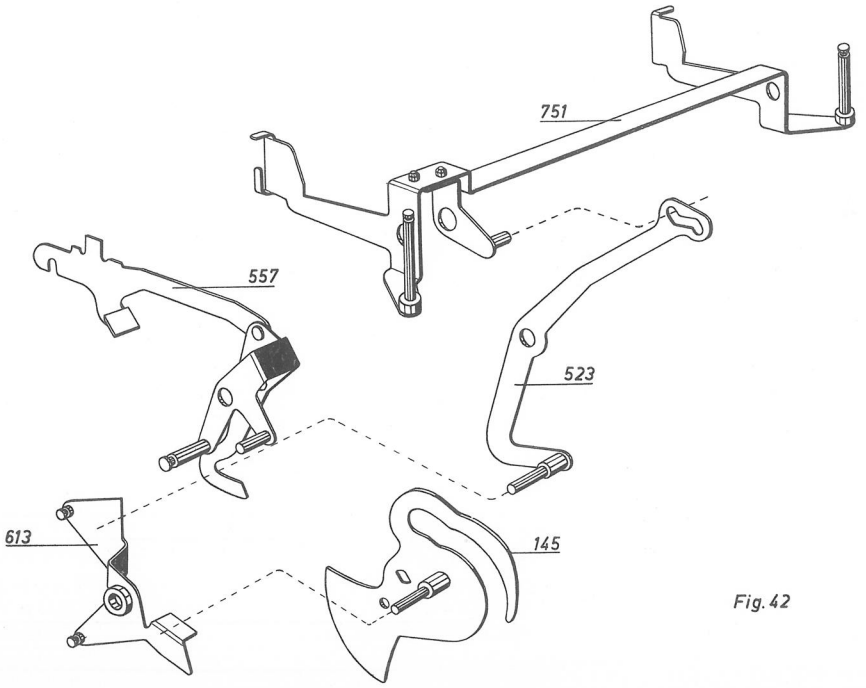
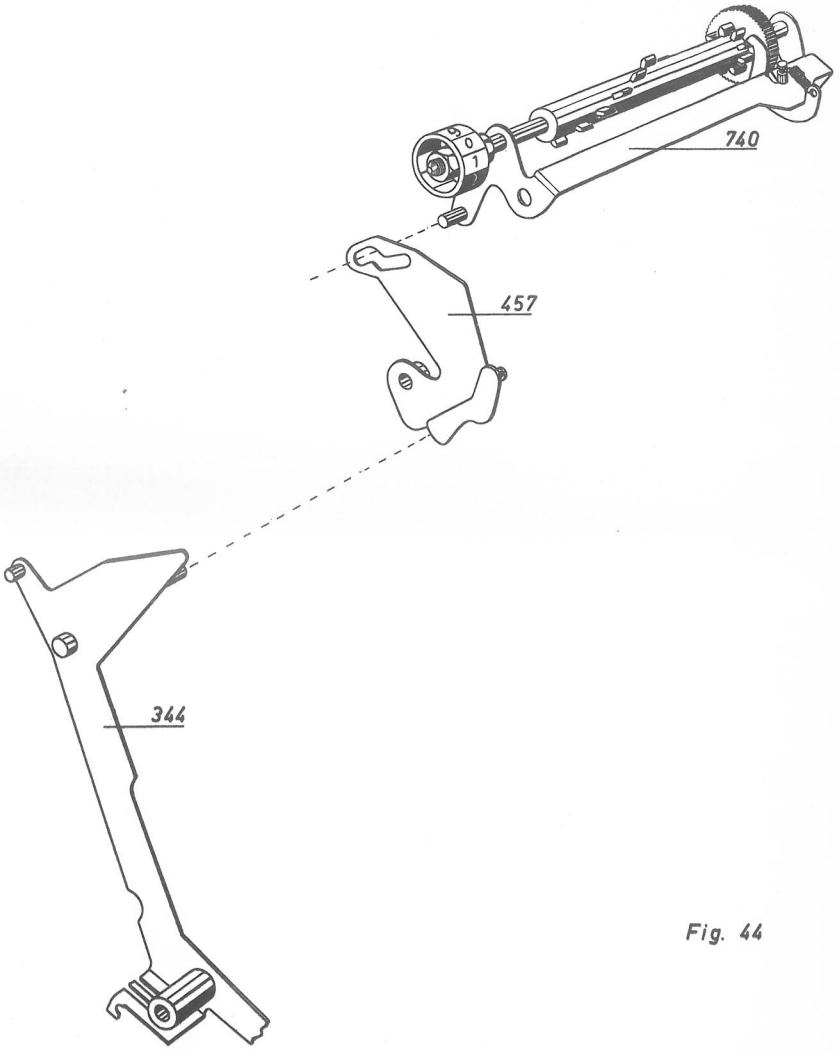

Fig.42
Fig. 44
Den Impuls zur Umschaltung erhält die Farbbandgabel (751,Fig.42) über den Zwischenhebel (523),der durch den unteren Haken des Farbbandtransportarmes (557) und die Rotschaltwippe (613) gesteuert wird.
Wenn sich bei Zwischen- oder Endsumme die Totalkurve(145,Fig. 42) dreht,hebt sie den oberen Teil des Totalarmes(344,Fig.44). Der Totalarm schwenkt mit Hilfe seines Zapfens und der Wippe(457) die Auslösebrücke(740) gegen den durch Einstellung des Zifferrades vorher bestimmten Kommahammer, wodurch dieser ausgelöst wird.